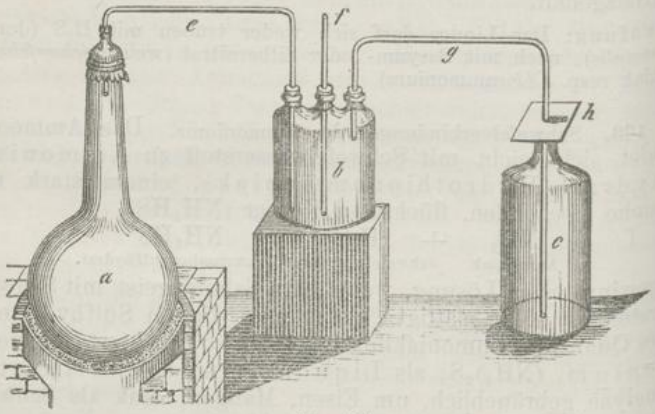

Fig. 54.
1. Liquor Ammonii caustici (Fig. 54). Man lösche 3 Teile Kalk mit 5 Teilen Wasser, bringe den Brei in einen geräumigen Kolben (a), der davon noch kaum zur Hälfte gefüllt werden darf, füge dann 3 Teile Salmiak in kleinen Stückchen hinzu und verschliesse durch einen Stopfen, durch welchen eine doppelt gebogene Glasröhre (e) luftdicht geführt ist, deren anderes Ende man in eine mit 5 Teilen Wasser versehene Flasche bis nahe zum Boden reichen lasse. Der Kolben werde im Sandbade gelinde erwärmt und zwar möglich gleichmässig, damit das Wasser der Vorlage nicht in den Kolben zurücksteige. Um dies unschädlich zu machen und zugleich das Ammoniakgas zu waschen, schiebt man auch wohl eine halb mit Wasser angefüllte dreihalsige sog. Woulfsche Waschflasche (b) zwischen Kolben (a) und Vorlage (c), durch deren mittlere Öffnung die offene Sicherheitsröhre (f) tief eingeführt ist. Lässt der Gasdruck nach, so dringt die äussere Luft durch f und b und aus dieser Waschflüssigkeit in den Kolben (e und f reichen in das Wasser von b hinein). Bei schwach werdender Gasentbindung nehme man die Vorlage weg und verdünne die in ihr befindliche, auf 8 Teile vermehrte Ammoniaklösung mit (1 Teil) Wasser bis zum spez. Gew. 0,960.